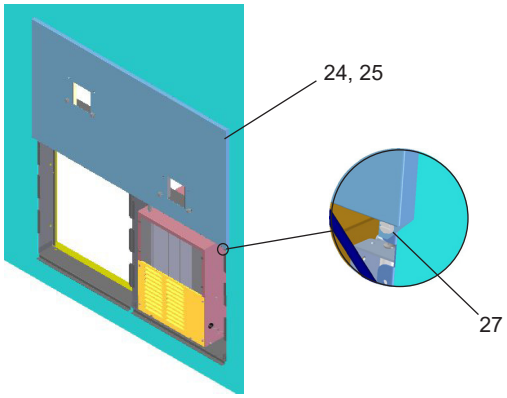

Figure 4 - Upper Panel Installation
5. **Hang** the upper panel on the mounting frame hanger. Be sure that the panel is engaged with hanger at the top of frame before releasing it. Align holes in the panel with holes in the mounting frame. Install two (2) #10-24 x 5/8" (16mm) screws (Item 27 - Figure 4) in holes and tighten securely.
For **Electronic sensor units only**, remove lower panel (Item 26 - Fig. 4) and turn adjustment screw on the regulator (Item 16 - Fig. 8). Clockwise adjustment will raise stream height and counterclockwise movement will lower stream height. For best adjustment stream should hit basin approximately 6-1/2" from the bubbler.